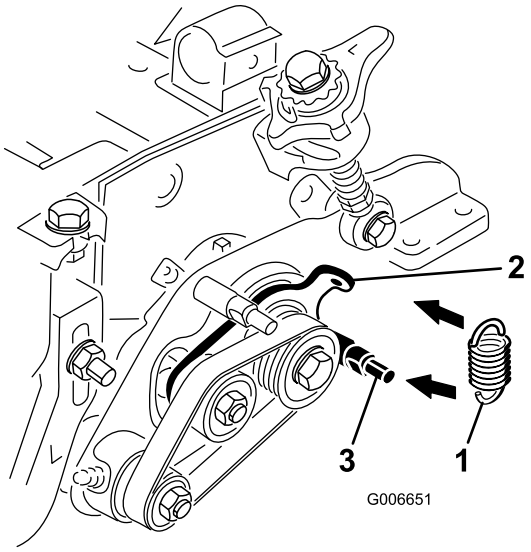

Figura 26
29. Prenda a mola intermédia ao orifício existente na patilha da placa intermédia e à volta da ranhura, na cavilha inferior da placa do rastelo (Figura 26). A extremidade aberta do gancho da mola deve ser posicionada em direção à polia da transmissão.